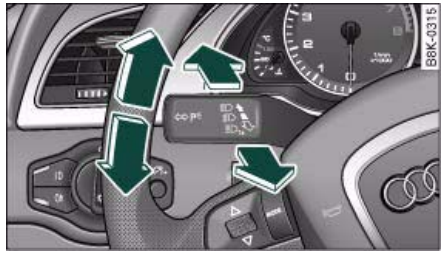

Fig. 61 Turn signal and main beam headlight lever
– Move the lever all the way up to indicate right, or all the way down to indicate left ⇒ fig. 61.